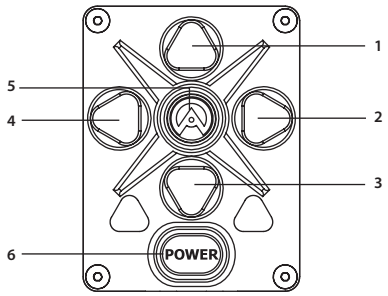

FIGURE 3-10. BUTTON CONTROL PANEL
The Zeus PRO button control panel is shown in Figures 3-10.
Table 3-2 contains the button functions and their descriptions. The ITEM NO. column of the table indicates the number used to identify buttons in Figure 3-10.
To display the MAIN MENU, hold down the MENU button (5) on the control panel (Figure 3-10).